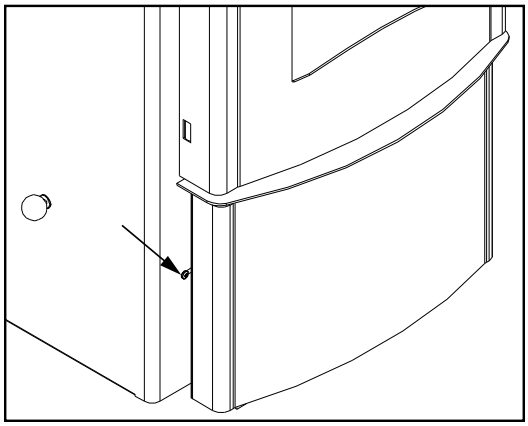
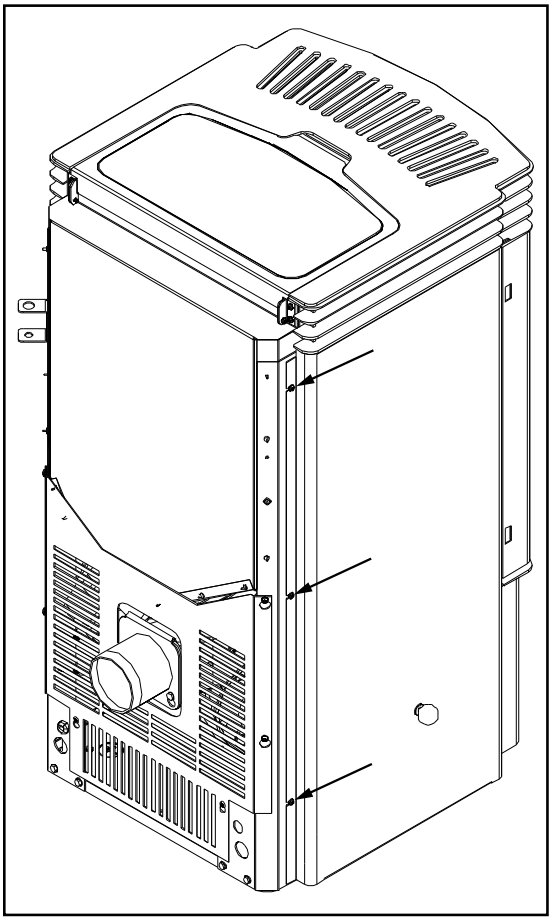

Figure 27: Screw behind ash box.
Figure 28: Screws at back of the cab side.
2. Ensure the screws behind the ash box, one on each side (Figure 27) and the three (3) on each side at the back (Figure 28) are loosened.
3. Slide the three (3) slots at the back of the cab panels under the three (3) screws at the back.
2. Remove both cab panels. Remove the screws above the door on both sides (Figure 28) and ensure the screws behind the ash box, one on each side (Figure 27) and the three (3) on each panels at the back (Figure 28) are loosened. Slide the front of the cab panels out then slide the back of the cab panels out from under the three (3) screws at the back (Figure 28). Note: The slider knob will need to be removed if installed.